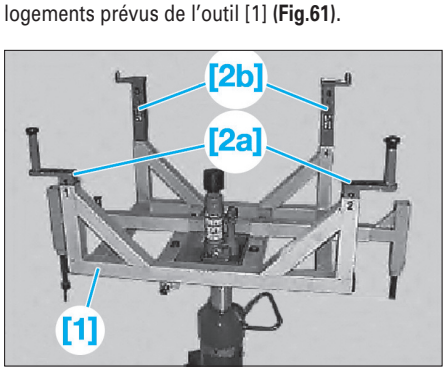

Fig. 61
- [1]. Embase-support pour la dépose/repose du berceau (réf BMW : 00 2 040) **(Fig.61)**.
• Insérer les outils [2a] et [2b] de l'outil [2] dans les logements prévus de l'outil [1] **(Fig.61)**.